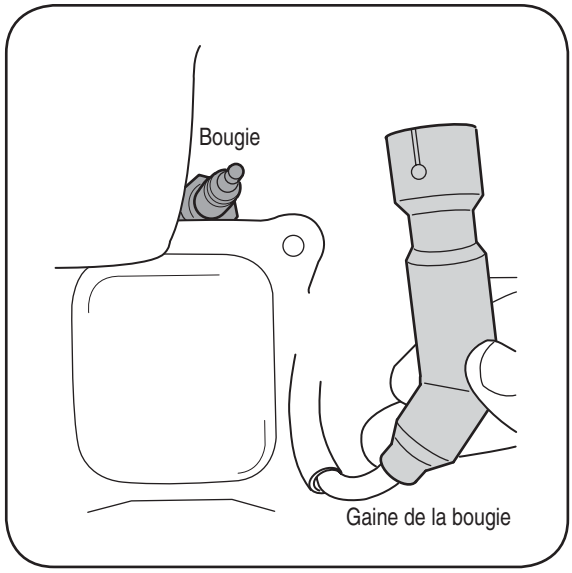

Figure 3-2: Gaine de la bougie.
1. Dégagez la gaine de la bougie et utilisez une clé à bougie pour la démonter. Voir la Figure 3-2.